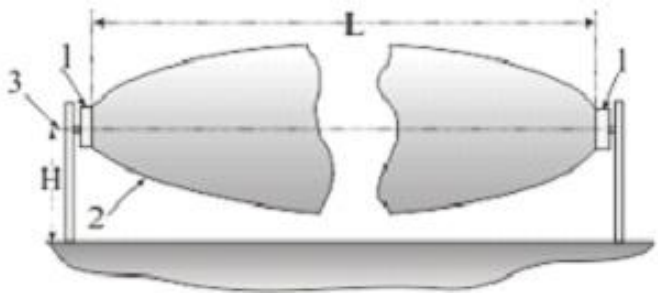
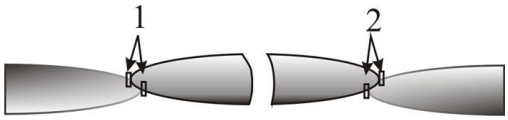

Рис. 4.1
Рис. 4.3
4.1.6 При наклонной ориентации блоков, ЗО «2» (рис. 4.1) имеет форму, усеченного поверхностью земли, эллипсоида вращения. При приближении к БПРД (БПРМ) ЗО «отрывается» от земли и необходимо прикрыть образовавшиеся «проходы» с помощью смежных ЗО, как показано на рис. 4.3, 4.4 (вид сверху) и 4.5 (вид сбоку), либо с помощью физических преград. На рис. 4.3, 4.4, 4.5, 4.6 цифрами